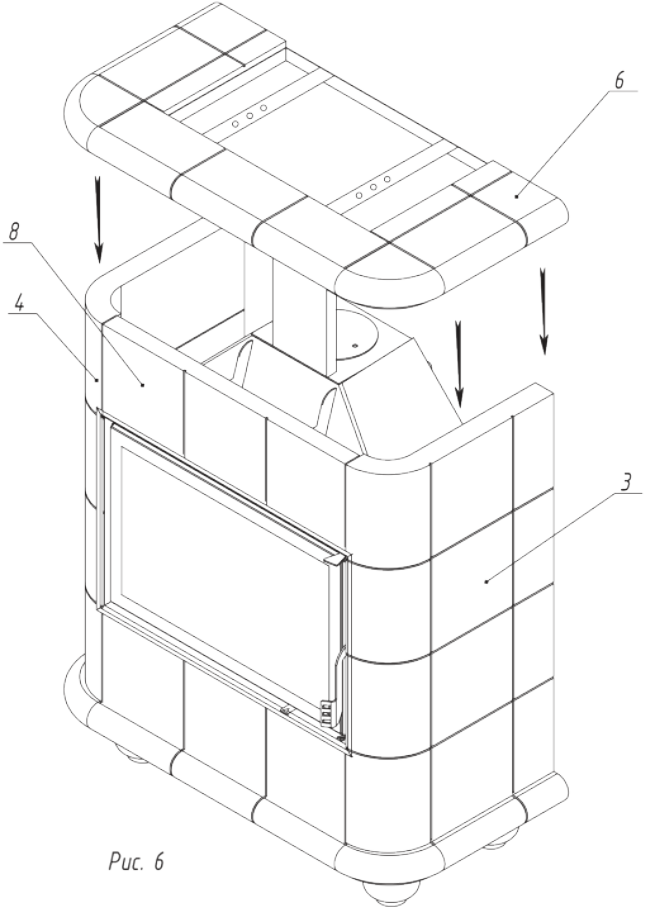

Рис. 6
7. Верхняя панель 5 крепится к кронштейнам 13 топочной камеры 2 и основанию 1 с помошью саморезов 12 (Рис. 6)
8. Верхняя панель 6 устанавливается на верхнюю вставку 8 и боковые панели 3,4 (Рис. 6)